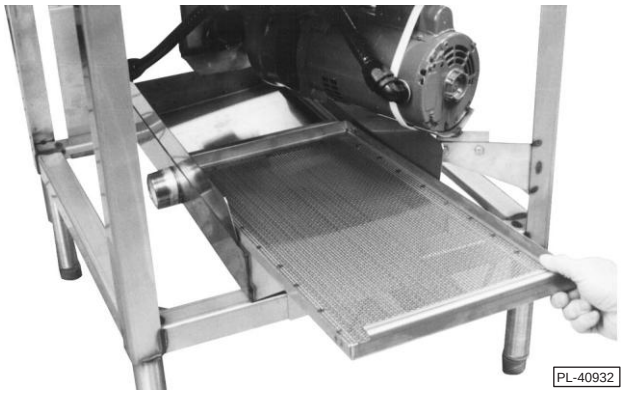

**FIG. 18**
5. Remplacez tous les composants qui ont été retirés pour le nettoyage. Assurez-vous que la crépine du bac de vidange est remplacée par le panier-filtre orienté vers le bas et les poignées à l'avant et à l'arrière orientées vers le haut (Fig. 18).